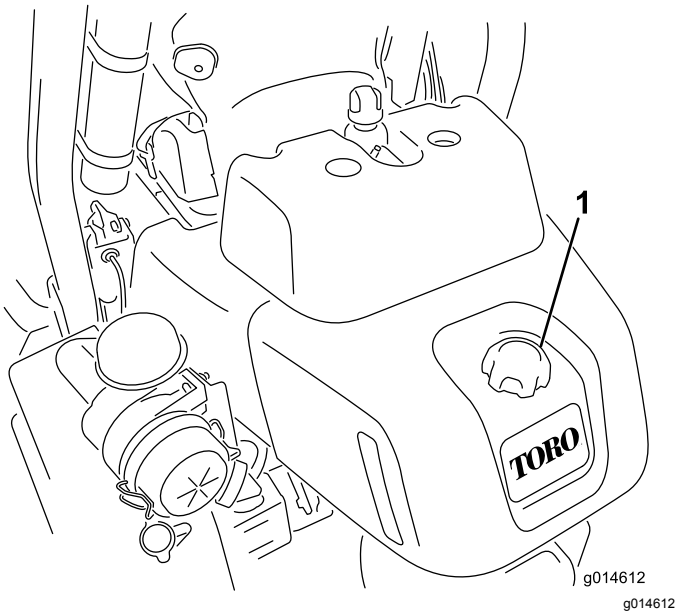

Figur 24
1. Rengør området rundt om brændstoftankens dæksel (Figur 24).